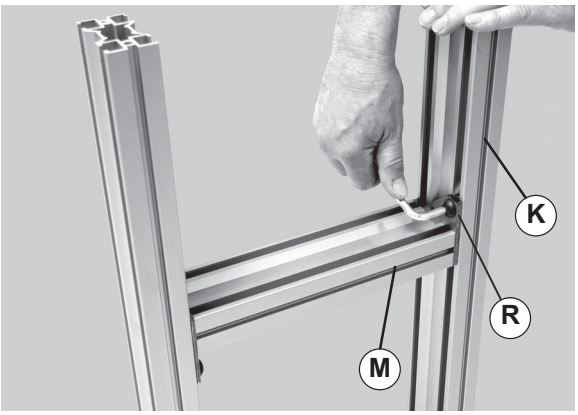

Figure 6
Failure to secure screws (Figure 6, item R) may cause conveyor sections to drop down causing severe injury.
5. Upright stand and locate and space crossmember(s) (Figure 6, item M) evenly along stand leg (K). Tighten crossmember button screws (R) to 150 in–lb (17 N–m).